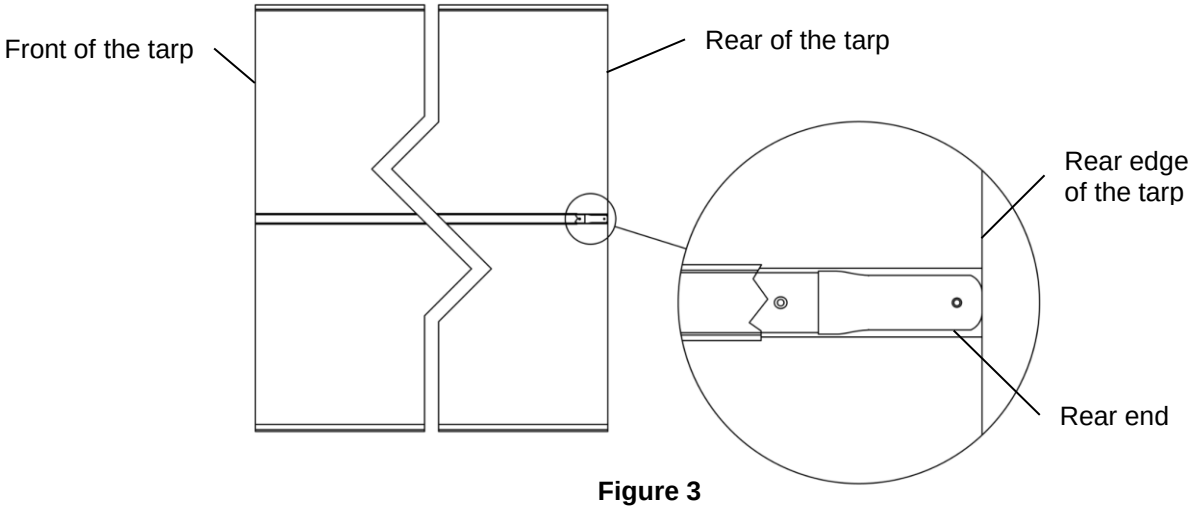

Figure 3
7. **Figure 3.** Push the central tube so that its rear connector is flush with the extremity of the tarp.